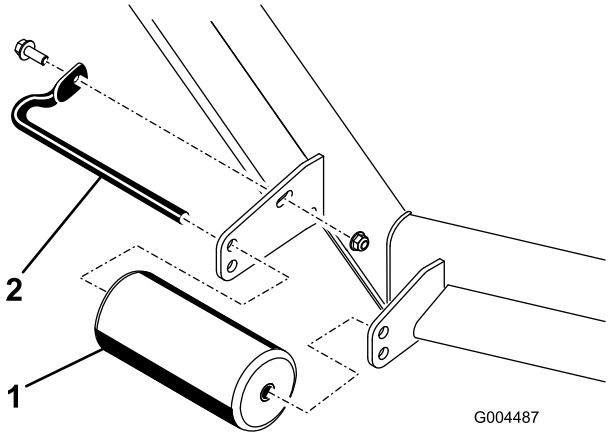
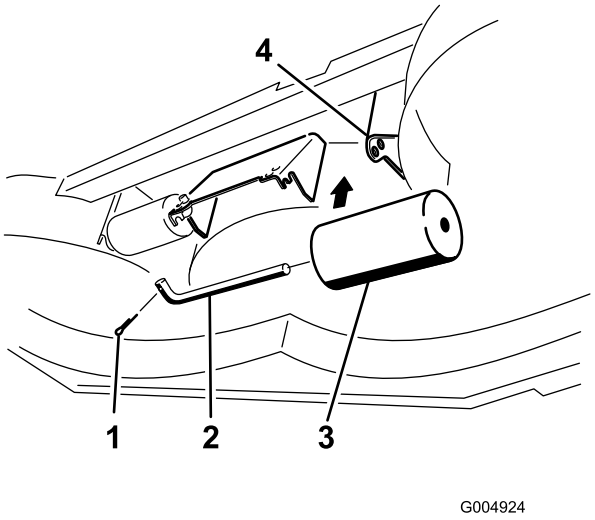

Figuur 20
Figuur 24
4. Maak de bevestigingen los waarmee de rollen vastzitten aan het maaidek, en zet de rollen naar wens hoger of lager; zie Figuur 20 tot en met Figuur 24 voor zover van toepassing op uw maaidek.